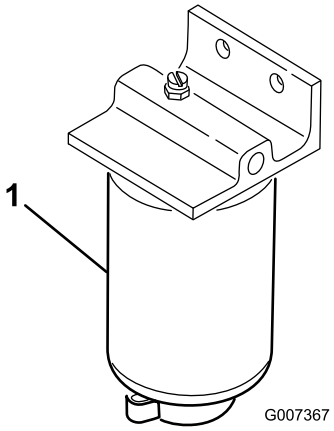

Figur 41
2. Rengør området, hvor filterskålen monteres (Figur 41).
4. Åbn filteraftapningsventilen og ånderørsventilen (Figur 41).